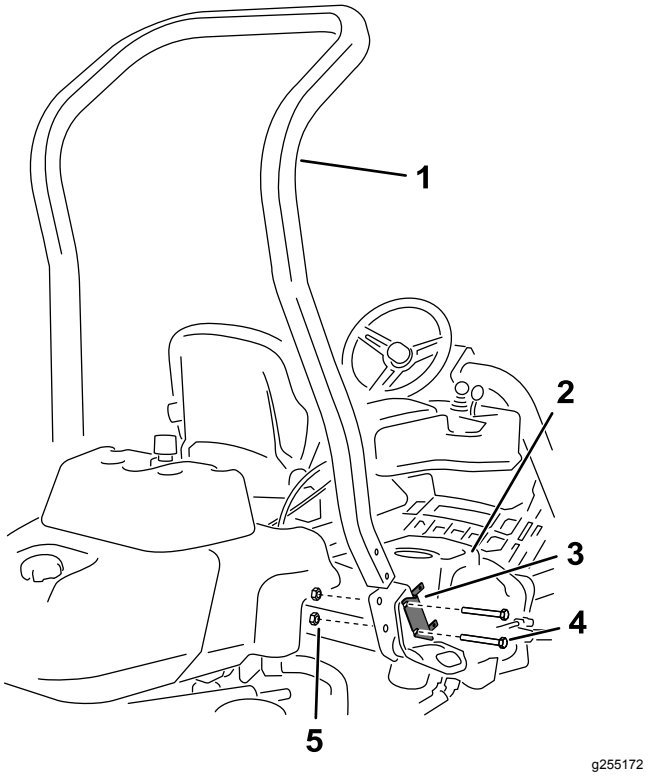

**Figur 3**
4. Ta bort de två bultar som fäster säkringsblockets fäste på vältskyddsfästet enligt Figur 3.